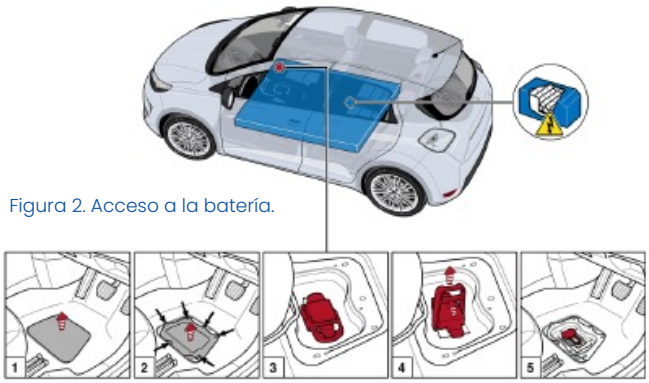

Figura 2. Acceso a la batería.
12) Seguir los pasos 1 - 2 - 3 - 4 - 5 de la figura 2.